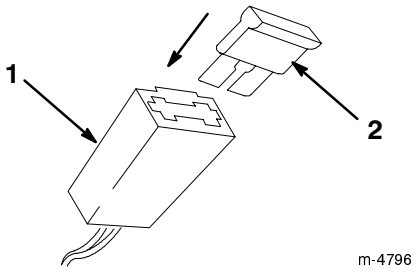

**Figure 7**
**2.** Install the fuse in the fuse holder as shown in Figure 7.